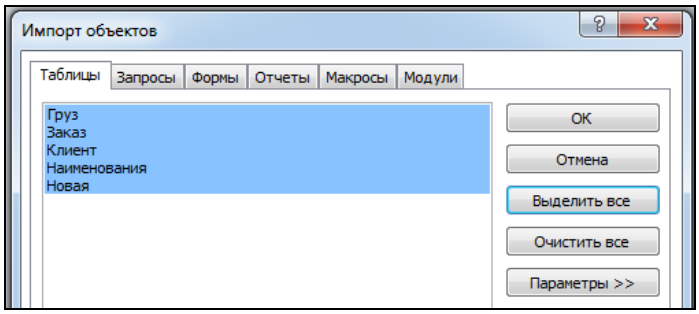

Рис. 1.6. Импорт объектов
4. В окне *Импорт объектов* на каждой вкладке нажать кнопку *Выделить все* для импорта всех объектов (рис. 1.6).